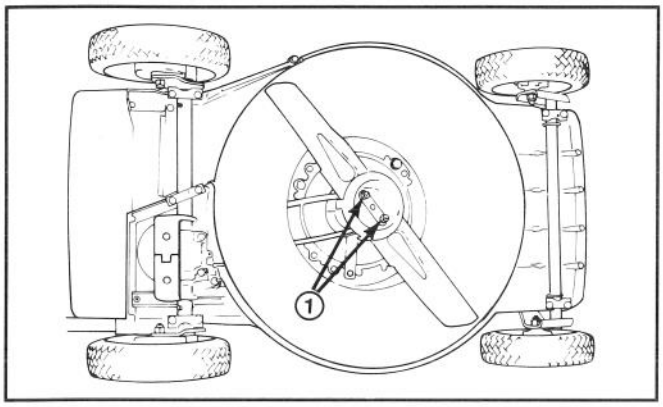

**Afbeelding 23**
**3.** Leg de maaier op zijn linker zijde (Afb. 23). Zorg dat het mes niet draait aangezien dit tot problemen bij het starten kan leiden.
**5.** VERWIJDEREN VAN HET MES—Pak het mesuiteinde met een doek of dikke gewatteerde handschoen. De 2 moeren, 2 sluitringen, afdekkop en snijmes verwijderen (fig. 23 en 25).